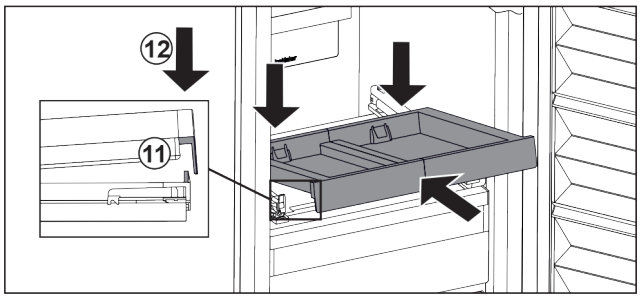

Fig. 143
▶ Inserați-l oblic. Aveți în vedere ca opritorul să fie în spatele lamelei pe ambele părți. *Fig. 143 (11)*
▶ Depuneți raftul extractibil în față. *Fig. 143 (12)*